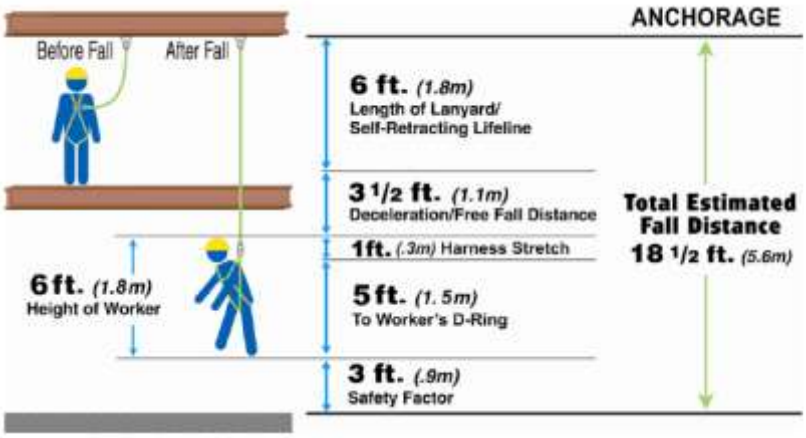

Figure 1
6) Calculate Fall Distance (See Figure 1)